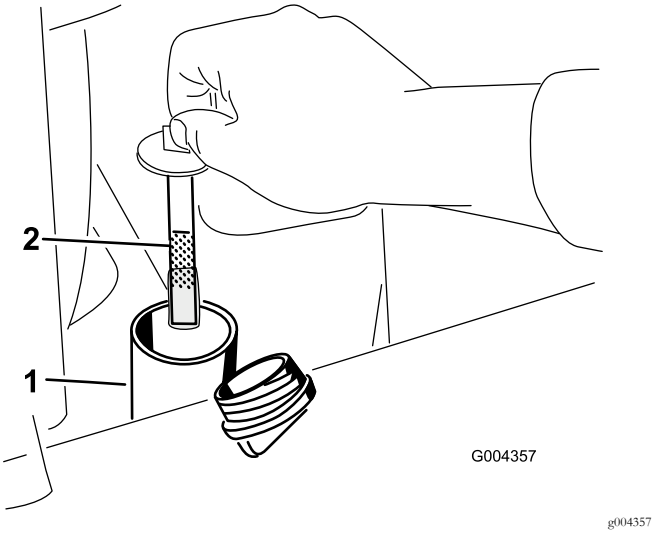

**Rysunek 60**
5. Wykręć korek zbiornika oleju hydraulicznego i wskaźnik poziomu oleju (Rysunek 60).